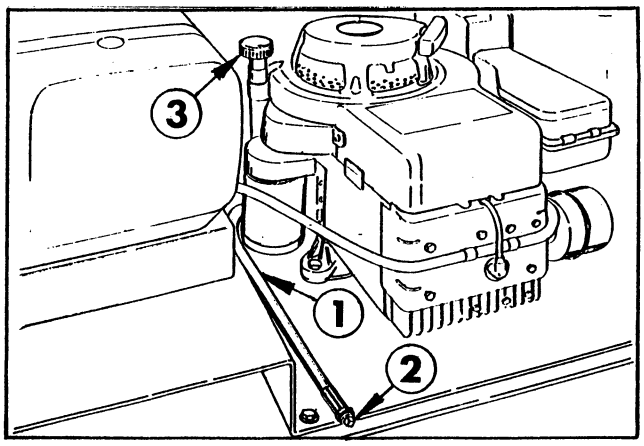

FIG. 12
2. Remove the pipe plug in the end of the oil drain hose and let oil flow into a drain pan. When oil stops, re-install drain plug. See FIG. 12.